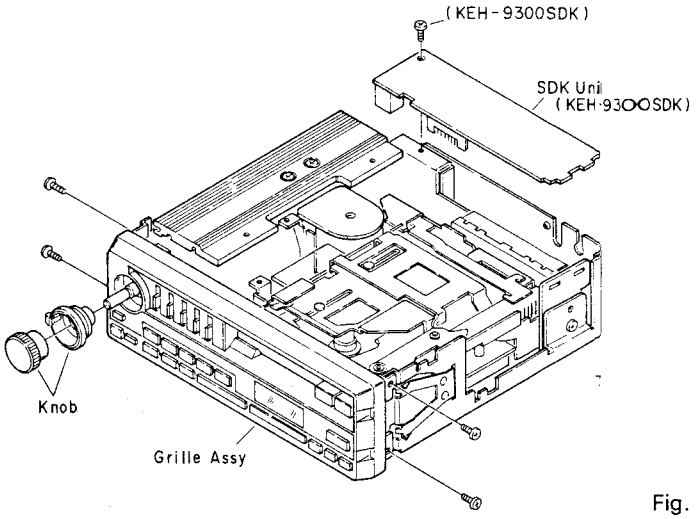

Fig. 4
1. Remove the screw and then take off the SDK Unit. (Shown in Fig. 4 . . . . . KEH-9300SDK)